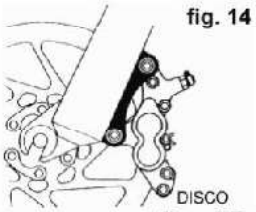
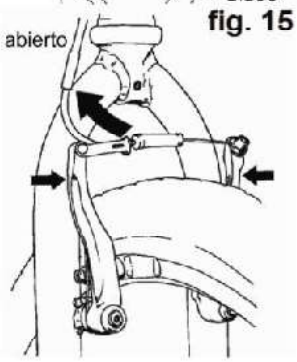

fig. 14
fig. 15
(1) Si su bicicleta tiene frenos sobre llanta, desenganche el mecanismo de cierre rápido del freno para aumentar la holgura entre la cubierta y las zapatas de freno (consulte la sección 4 C, figs. 14 a 17, p. 22-23).
(1) Si tiene una bicicleta multivelocidad con un sistema de cambio y desviador: sitúe el cambio trasero en la velocidad más larga (el piñón trasero más exterior y más pequeño). Si tiene un buje trasero con engranaje interno, consulte con su distribuidor o las instrucciones del fabricante del buje antes de intentar quitar la rueda trasera. Si tiene una bicicleta monovelocidad con freno sobre llanta o de disco, vaya al paso (4) más abajo.
(2) Si su bicicleta tiene frenos sobre llanta, desenganche el mecanismo de cierre rápido del freno para aumentar la holgura entre la llanta de la rueda y las zapatas de freno (consulte la sección 4 C, figs. 14 a 17, p. 22-23).
(3) En un sistema de cambio y desviador, con la mano derecha, tire hacia atrás del cuerpo del cambio.
3. **Los frenos de algunas bicicletas, como los frenos de disco (fig. 14) y los frenos de tracción lineal (fig. 15) son extremadamente potentes. Familiarícese con estos frenos y ponga especial atención al utilizarlos.**
La mayoría de los frenos sobre llanta tienen algún tipo de mecanismo de cierre rápido que permite soltar la zapatas de freno de la cubierta cuando se desmonta o se monta una rueda. Cuando el mecanismo de cierre rápido del freno está en la posición abierta, los frenos no funcionan. Consulte a su distribuidor para asegurarse de entender cómo funciona el mecanismo de cierre rápido del freno de su bicicleta (véanse las fig. 14, 15, 16, 17 y 18) y compruebe el funcionamiento correcto de ambos frenos cada vez que utilice la bicicleta.